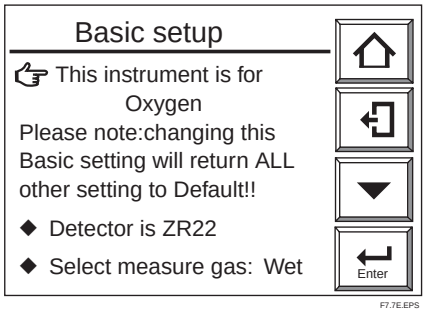

Figure 7.7 Basic Setup
(5) The Basic setup display shown in Figure 7.7 then appears. Confirm the currently set converter type. If the Humidity Analyzer option /HS was selected at the time of purchase, the converter was set for high-temperature humidity use before shipment.
Check that the detector in Figure 7.7 is the one for this equipment.